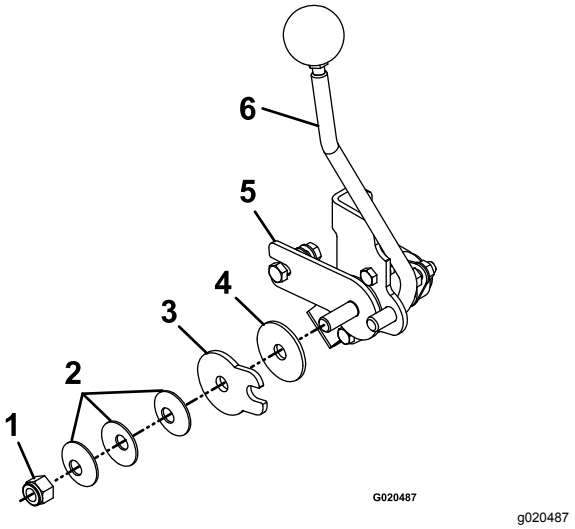

Figur 64
3. Justera svängmuttern som sitter i änden av rörelsereglageaxeln framför den högra konsolen (Figur 64).